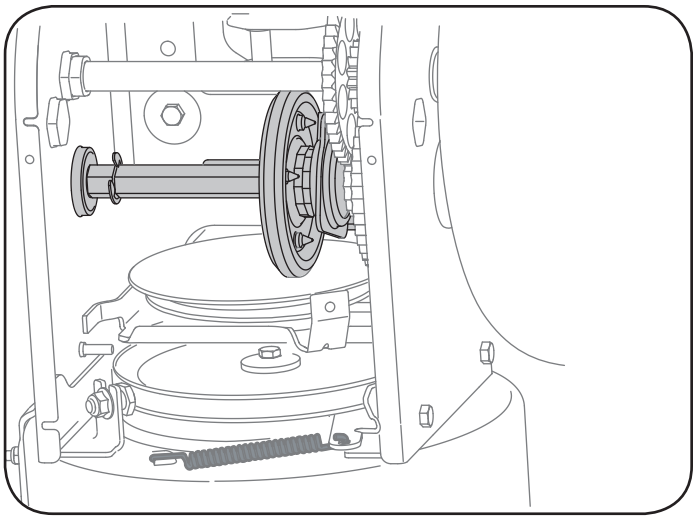

Figura 3
2. Aplique al eje hexagonal una capa ligera de una grasa multiusos apta para condiciones climáticas múltiples. Vea la figura 3.